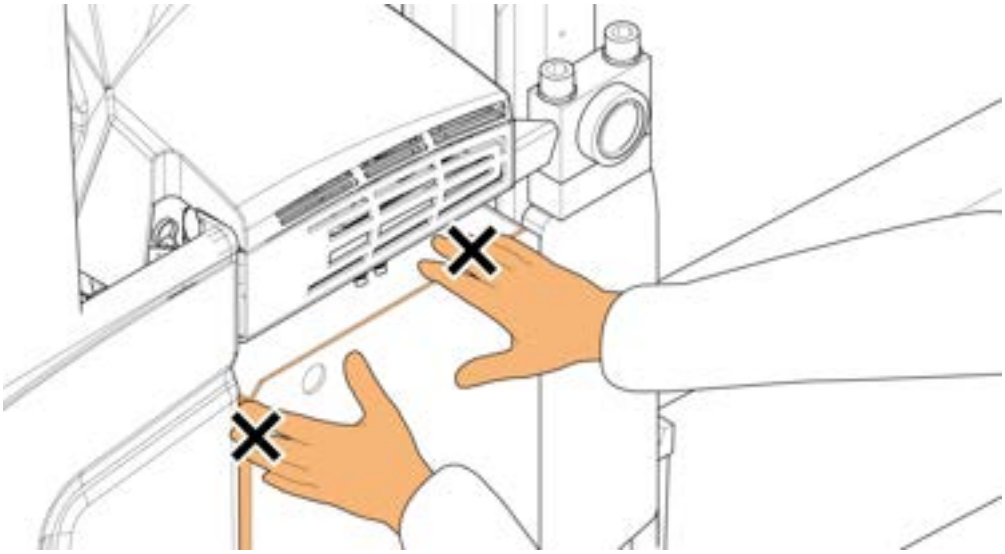

Abbildung 72. Halten Sie den Batterieträger nicht an der Oberkante oder Seite!
Wenn Sie die Batterie in den Stapler bewegen, halten Sie den Batterieträger nicht an der Oberkante oder Seite. Siehe Abbildung 72. Es besteht Einklemmgefahr! Es besteht Quetschgefahr!
3. Bewegen Sie die geladene Batterie in den Stapler. HINWEIS: Der Batterietyp und die -spannung müssen stimmen. WARNUNG: Halten Sie den Batterieträger nicht an der Oberkante oder Seite, wenn Sie die Batterie in Position bringen; siehe Abbildung 72. Es besteht Einklemmgefahr! Es besteht Quetschgefahr!